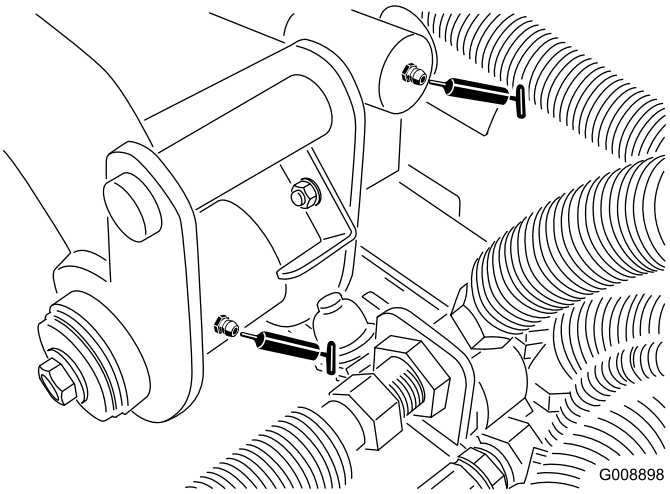

Figur 54
- Bakre lyftarmstapp och lyftcylinder (2) (Figur 54)